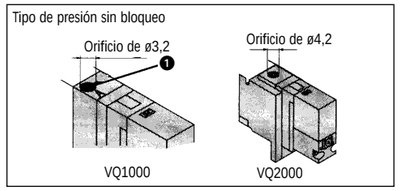

Figura 8
Tipo de presión sin bloqueo (Figura 8)
Presione el botón de accionamiento manual ❶ (Figura 8) hasta que se detenga (ACTIVACIÓN). Mantenga esta posición durante la realización de las pruebas. Libere el botón y el sistema de accionamiento se restaura en la posición de APAGADO.